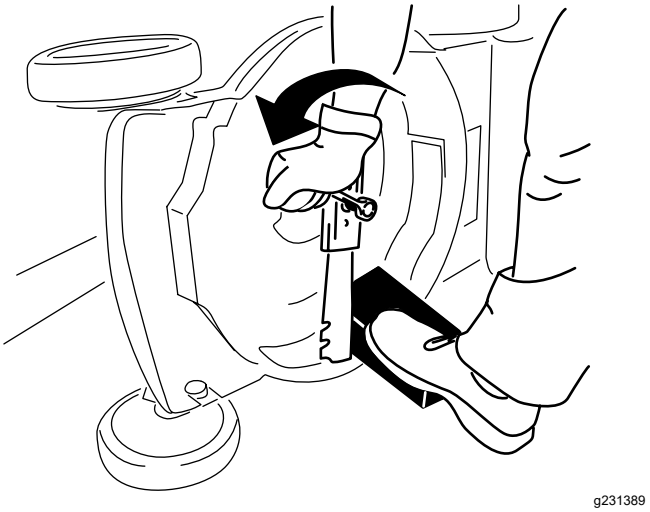

**Rysunek 25**
3. Aby unieruchomić ostrze, należy użyć kawałka drewna (Rysunek 25).
4. Zdemontuj ostrze, zachowując wszystkie elementy mocujące (Rysunek 25).